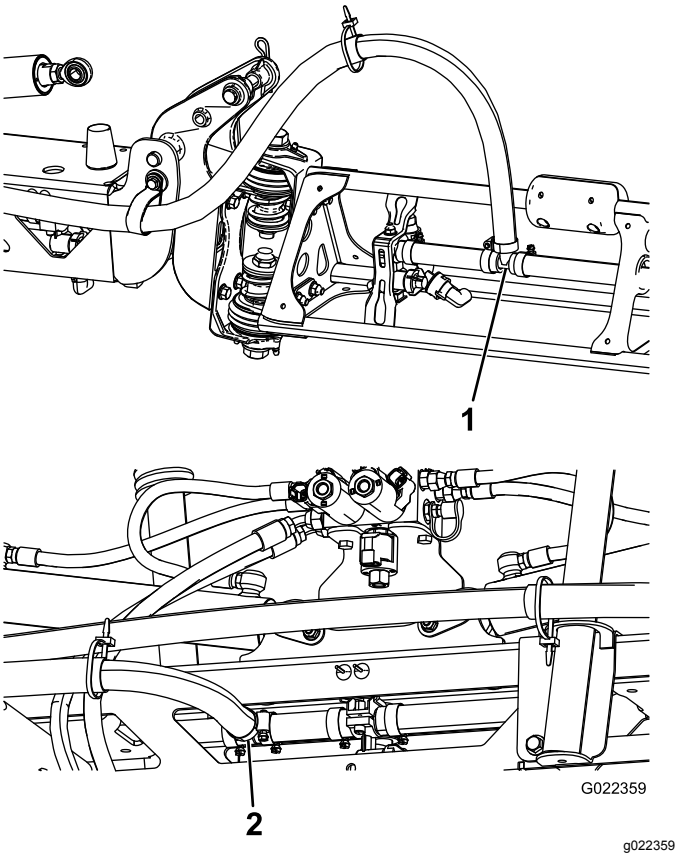

Figur 24
Merk: Smør flytende såpe på slangemothaken på T-koblingen på begge bomforlengerne (Figur 24).
4. Smør flytende såpe på slangemothaken på T-koblingen på den midtre bommen (Figur 24).
5. Legg koblingen på den midtre bommen som vist i Figur 24.
6. Koble bomforsyningsslangen til den såpeinnsmurte mothaken, og fest med en slangeklemme (Figur 24).